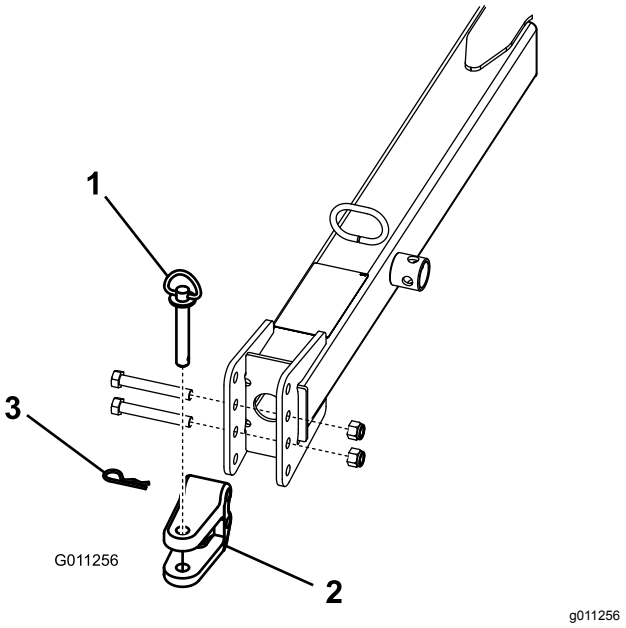

Figuur 10
- Verwijder de bouten en borgmoeren waarmee de gaffel van de trekhaak is bevestigd (Figuur 10) aan de trekhaakkoppeling.